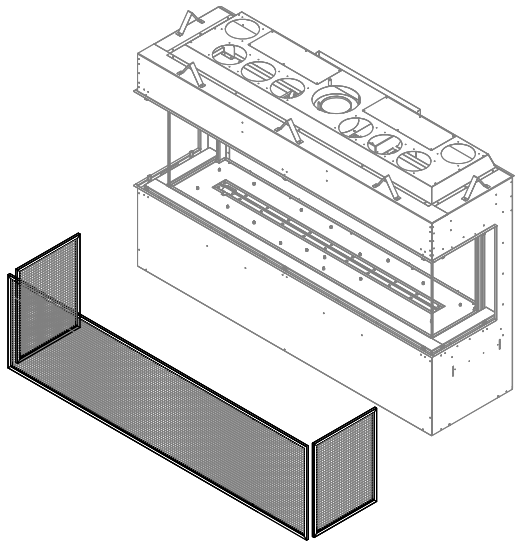

Figure 4.10 - Retrait des écrans pare-étincelles
2. Retirez l'écran pare-étincelles, le plateau à braises périphérique, la vitre de façade du foyer et les braises décoratives. Il peut être utile de retirer les fixations inférieures de la vitre pour faciliter l'accès. Figures 4.10, 4.11 et 4.12.